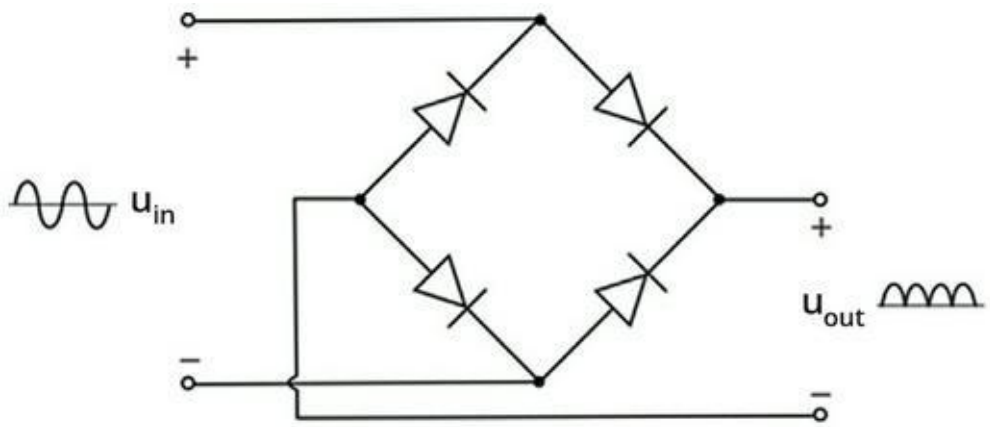

FIGURE 9-7 Dans un pont de redressement, quatre diodes transforment le courant alternatif en courant continu à ondulations.
- **Redressement double alternance :** Le montage de quatre diodes sous forme d'un *pont de redressement* permet de transformer les deux parties (négative et positive) du signal alternatif en signal positif (voir Figure 9-7). Il s'agit du premier stade d'un processus d'alimentation en courant continu.